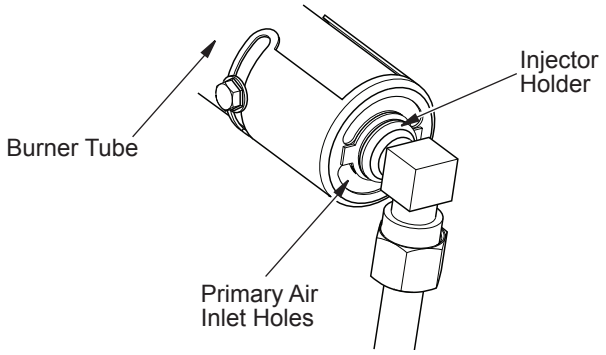

Figure 30 - Injector Holder On Outlet Burner Tube
2. Inspect burner, pilot and primary air inlet holes on injector holder for dust and dirt *(see **Figure 30, Page 17**)*.